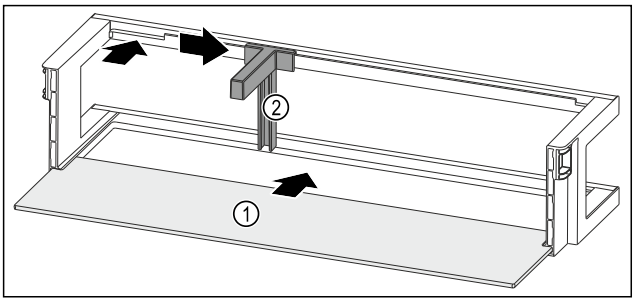

Fig. 176 Deurrek met draagplateau
- ▶ Draagplateau *Fig. 176 (1)* in de zijdelingse uitsparingen schuiven.
- ▶ Flessenhouder *Fig. 176 (2)* in de uitsparing plaatsen.
- ▶ Flessenhouder *Fig. 176 (2)* in de gewenste positie opzij schuiven.